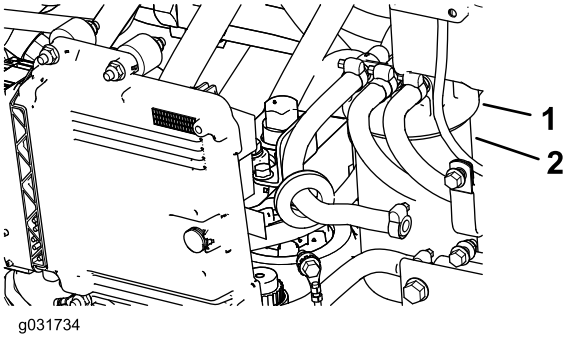

Figur 106
1. Rengør området omkring brændstoffilterhovedet (Figur 106).
2. Fjern filteret, og rengør filterhovedets monteringsoverflade (Figur 106).